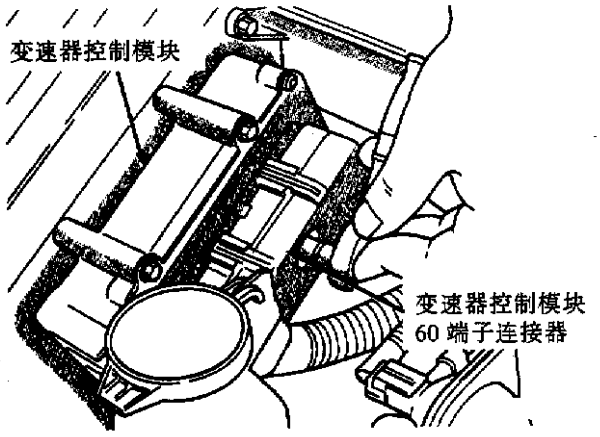

图6－217　连接器
②拆下变速器控制模块安装螺钉并且将组件从车辆上拉起(图6－218和图6－219)。